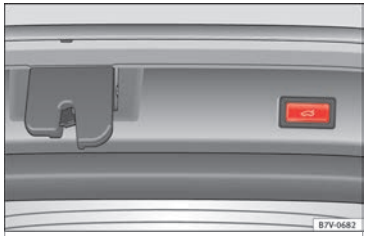

Afb. 138 Knop met geopende achterklep.
- Druk op de knop op de geopende achterklep ››› afb. 138 ››› ⚠.
- Houd bij een geopende achterklep de knop ››› afb. 138 ten minste 3 seconden ingedrukt. De openingshoek wordt in het geheugen opgeslagen.
- Houd bij een geopende achterklep de knop ››› afb. 138 ten minste 3 seconden ingedrukt.